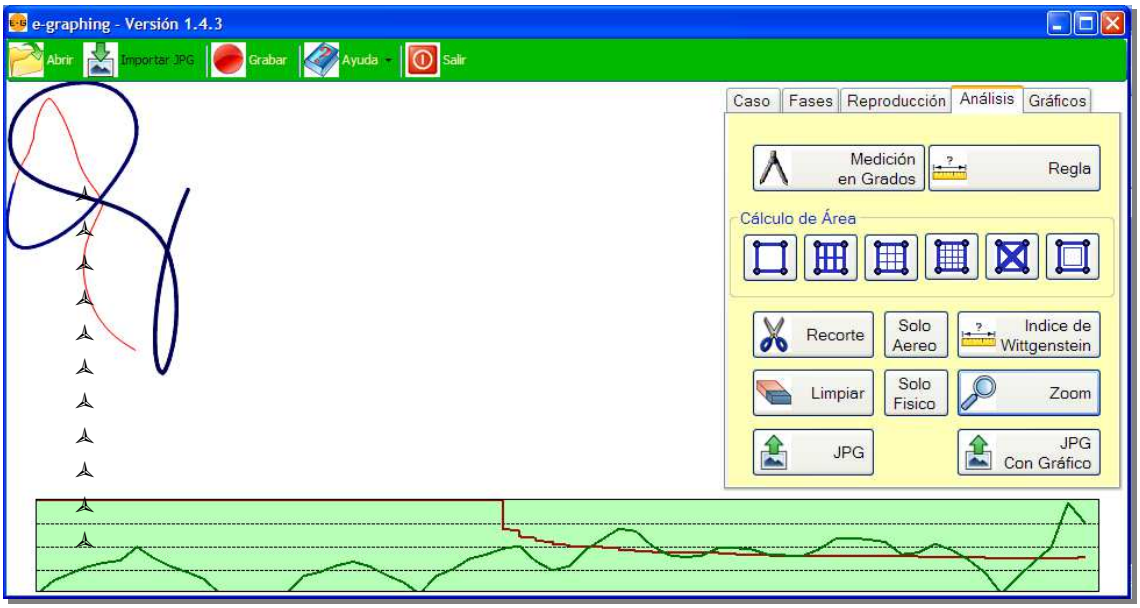

Figura 17: Detalle del grafismo en la solapa ANÁLISIS donde se muestra el ejemplo de zoom.
d. Zoom (ícono lupa): permite seleccionar una parte del trazado para aumentarlo y borrar el resto (Figura 17).